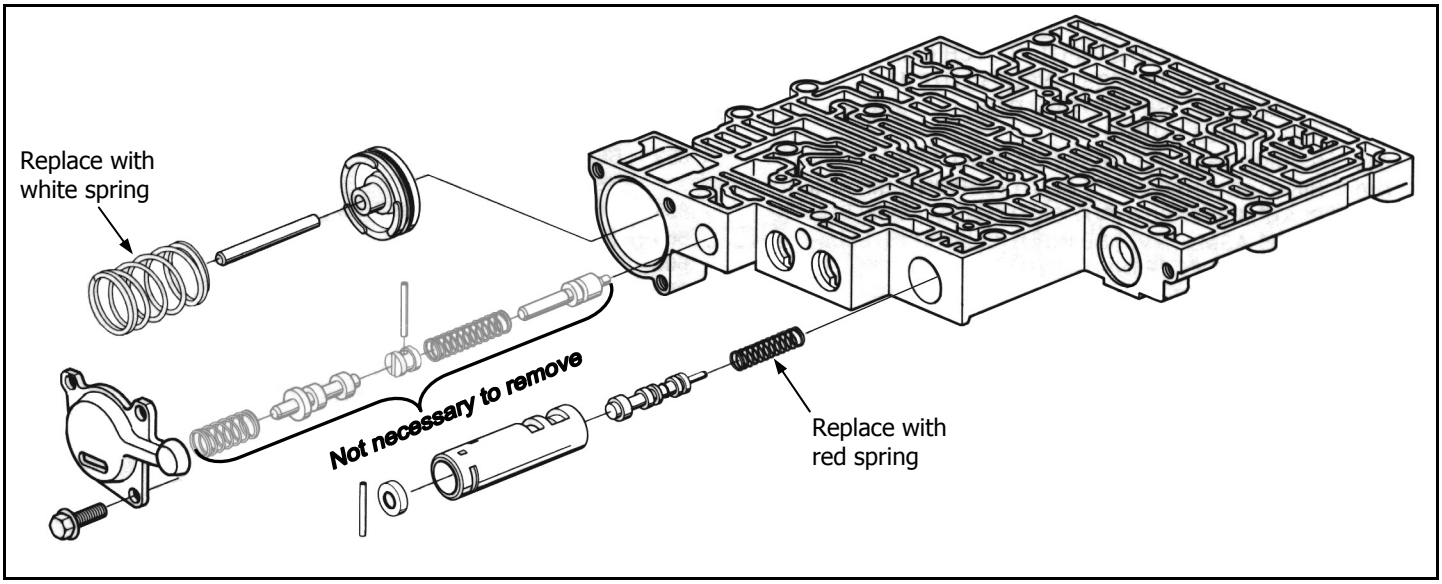

**Figure 5**
**STEP 6** Remove the accumulator valve lineup from valve body (See **FIGURE 5**).
**STEP 8** Remove the forward accumulator cover from the valve body. (See **FIGURE 5** for location of forward accumulator cover and spring location.) Replace forward accumulator spring with white spring supplied in kit. Reassemble forward accumulator lineup and reinstall cover. Tighten bolts to 8 ft.-lbs.